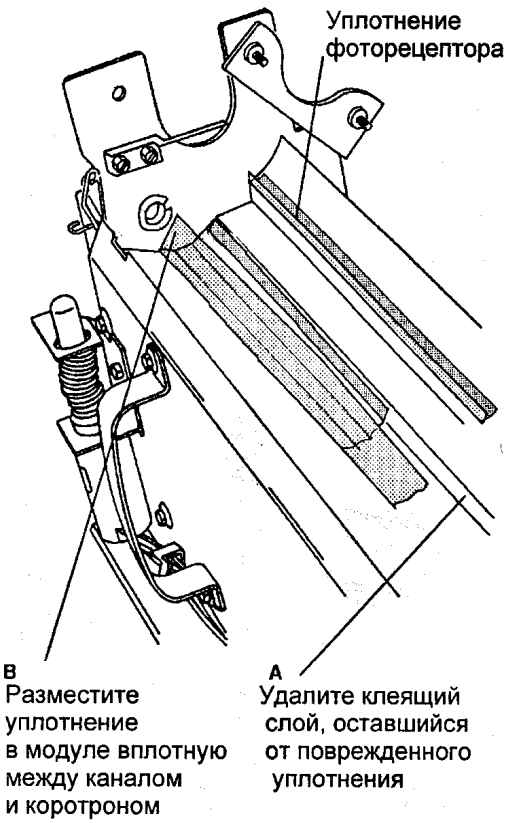

Рис.1 Установка противозагрязнительного уплотнения
1. (РИС. 1): РАЗМЕСТИТЕ НОВОЕ ПРОТИВОЗАГРЯЗНИТЕЛЬНОЕ УПЛОТНЕНИЕ В КСЕРОГРАФИЧЕСКОМ МОДУЛЕ.